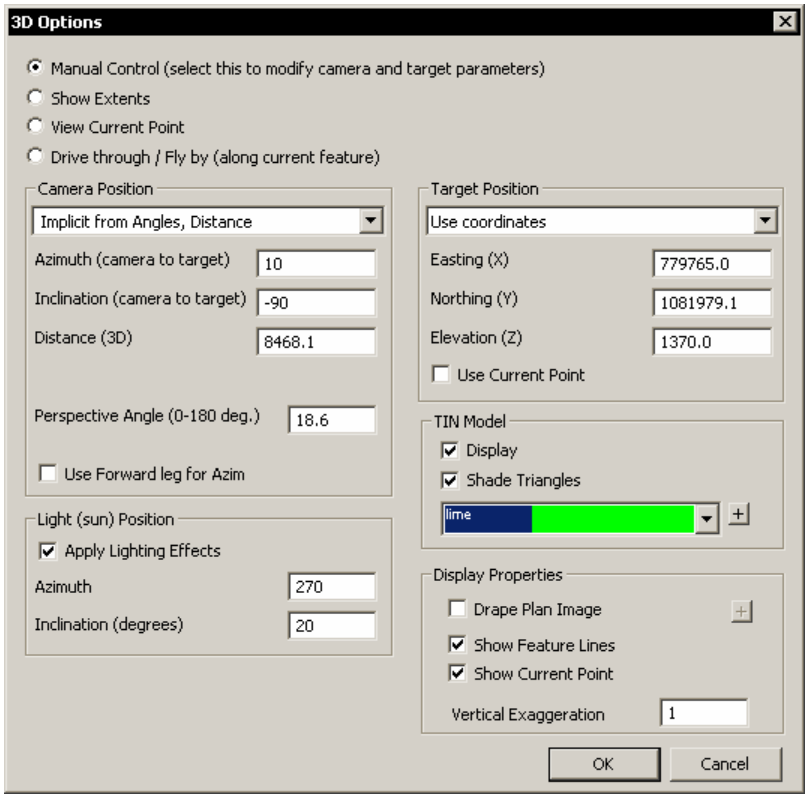

Figure 11.4: 3D Options Dialog
11. View|Active Window (3D) Options. Change your 3D options to match those shown in Figure 11.4. Press OK